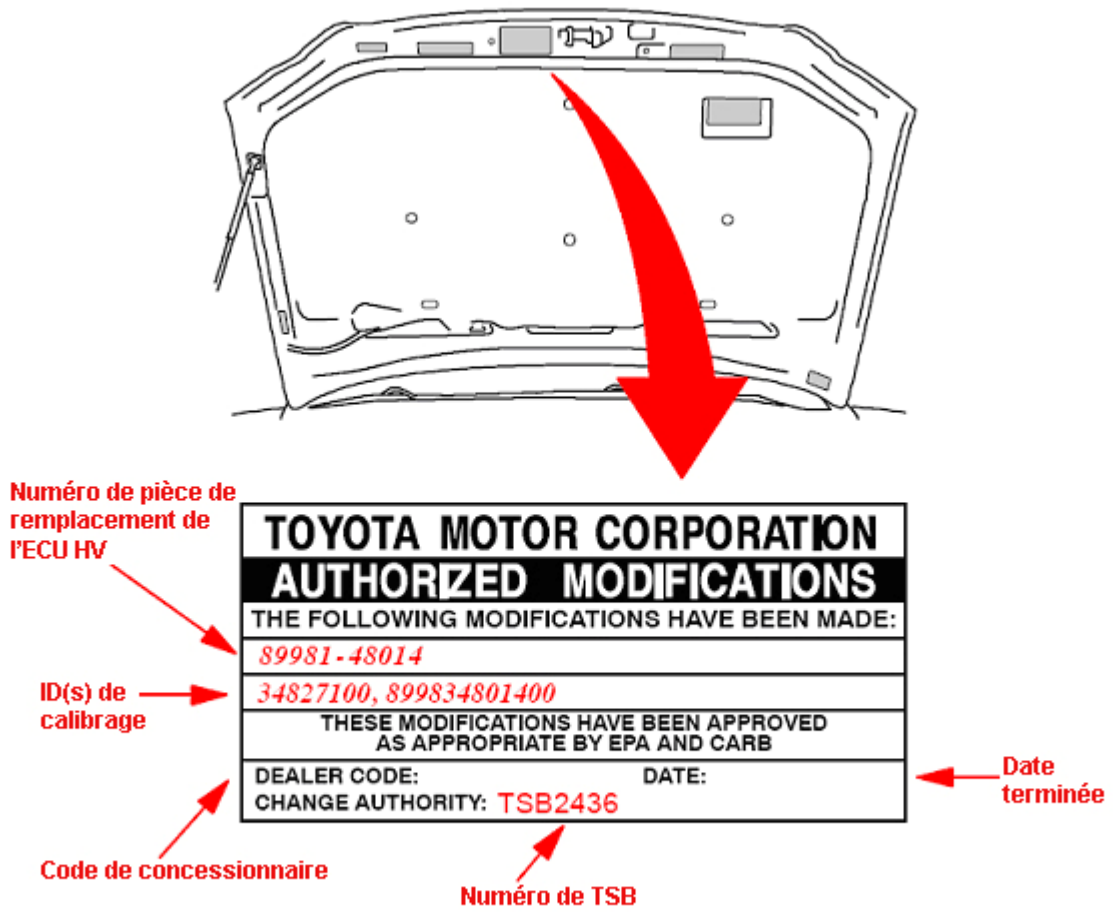

Figure 1. Emplacement de l'étiquette des modificartions autorisées sur le RX 400h 2006
1. Rechercher l'étiquette des modifications autorisées sur le véhicule à l'emplacement indiqué sur la figure 1. Confirmer que les calibrages de l'ECU HV et de l'ECM (PCM) ont été mis à jour. Dans la négative, passer à l'étape 2.
B. Apposer l'étiquette des modifications autorisées sur le véhicule à l'emplacement indiqué sur la figure 1. Il est possible de se procurer des étiquettes des modifications autorisées auprès du PDC en utilisant le N/P 00451-00001-LBL.